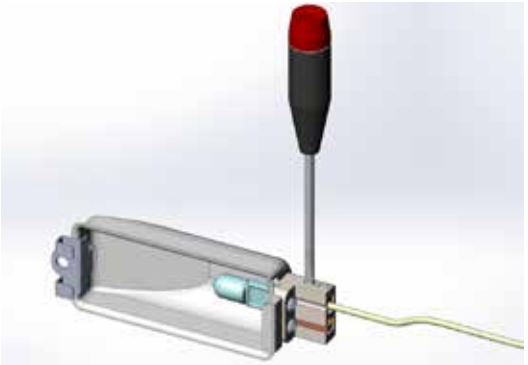

Figure 11
3. Si nécessaire, se servir d'un petit tournevis plat pour enlever le verre en faisant levier avec précaution et mettre celui-ci de côté. Desserrer les 2 vis les plus proches du boîtier d'éclairage (Fig. 11). Ces vis maintiennent l'ampoule en place. L'ampoule devrait s'enlever facilement. L'ampoule est un halogène 20W de type "Bi-Pin", disponible dans la plupart des quincailleries et centres de rénovation.